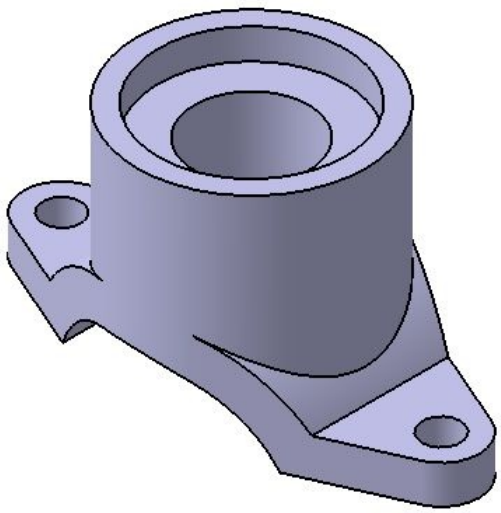

Figure 5-67 *The final model*
4. Next, choose the **OK** button from the **Pocket Definition** dialog box. The final model after creating the fifth feature is shown in Figure 5-67.